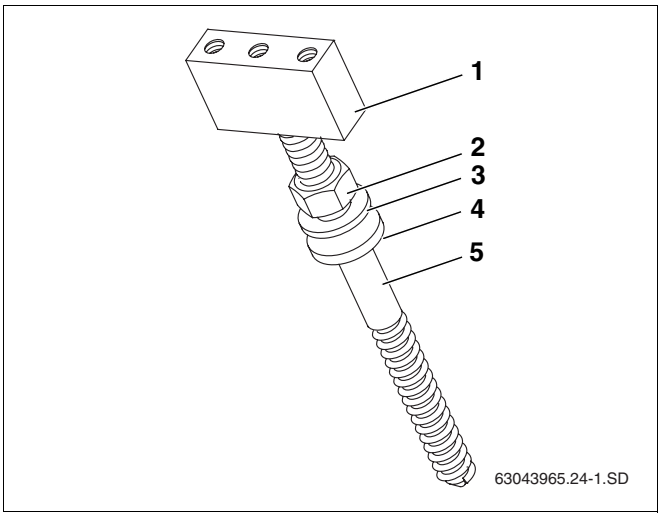

Rys. 23 Kolejność montażu śrub prętowych
- Montując śruby prętowe, należy pamiętać o kolejności poszczególnych części (rys. 23).
- Wkręcić klocek ustalający (rys. 23, **poz. 1**) do oporu na śrubę prętową (rys. 23, **poz. 5**).